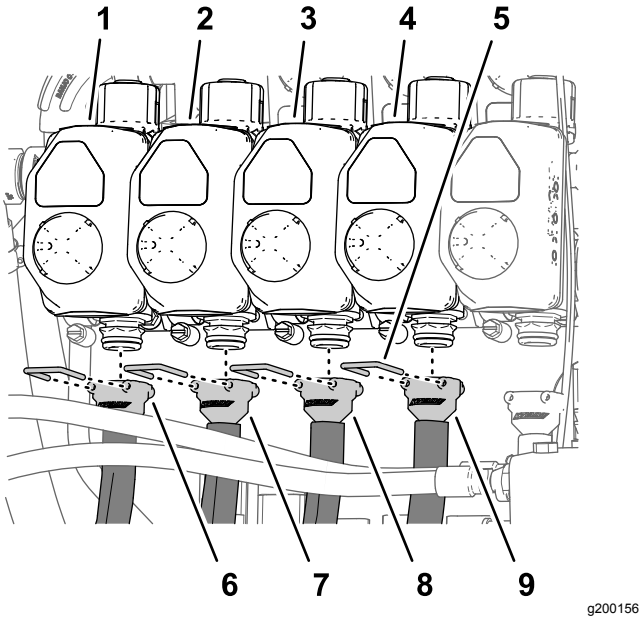
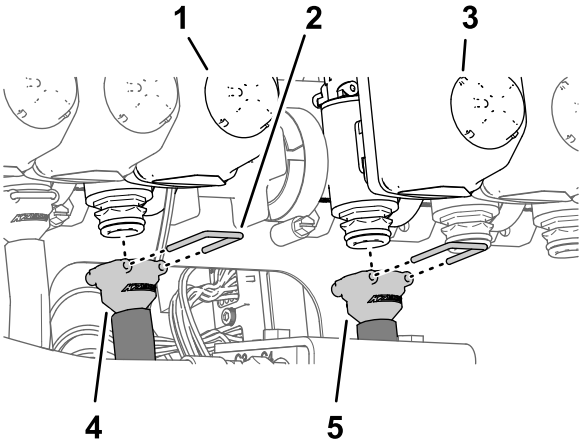

Figur 124
Figur 125
Bemærk: Se Figur 124 i Montering af slangerne på dyseventiler 1-4 (side 56), Figur 125 i Montering af slangerne på dyseventiler 5 og 6 (side 56) og Figur 126 i Montering af slangerne på dyseventiler 7-10 (side 57) for dyseventilpositioner.
1. Monter den lige fitting med modhager til en forsyningsslange 279 cm på koblingen for dyseventil 1 (Figur 124).
2. Fastgør fittingen med modhager på koblingen med en holder (Figur 124).
3. Monter den lige fitting med modhager til en forsyningsslange 234 cm på koblingen for dyseventil 2 (Figur 124).
4. Fastgør fittingen med modhager på koblingen med en holder (Figur 124).
5. Monter den lige fitting med modhager til en forsyningsslange 188 cm på koblingen for dyseventil 3 (Figur 124).
6. Fastgør fittingen med modhager på koblingen med en holder (Figur 124).
7. Monter den lige fitting med modhager til en forsyningsslange 188 cm på koblingen for dyseventil 4 (Figur 124).
8. Fastgør fittingen med modhager på koblingen med en holder (Figur 124).
1. Monter den lige fitting med modhager til en forsyningsslange 81 cm på koblingen for dyseventil 5 (Figur 125).
2. Fastgør fittingen med modhager på koblingen med en holder (Figur 125).
3. Monter den lige fitting med modhager til en forsyningsslange 81 cm på koblingen for dyseventil 6 (Figur 125).
4. Fastgør fittingen med modhager på koblingen med en holder (Figur 125).